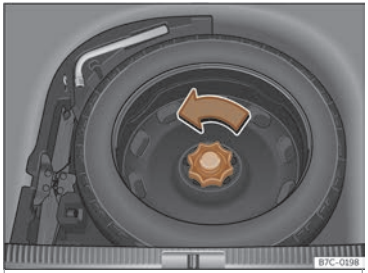

Fig. 227 Al maleter:pis de càrrega alçat.
- Gireu la rodeta en sentit contrari al de les agulles del rellotge>>> **fig. 227**.